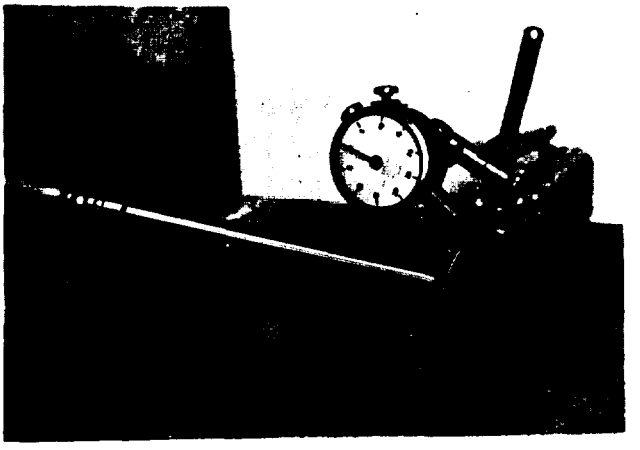

Figure 5-19. Checking Valve Face Runout
b. Check valve face runout as shown in figure 5-19. Face runout must not exceed specifications of Table 5. If runout is excessive, valve must be refaced or replaced.